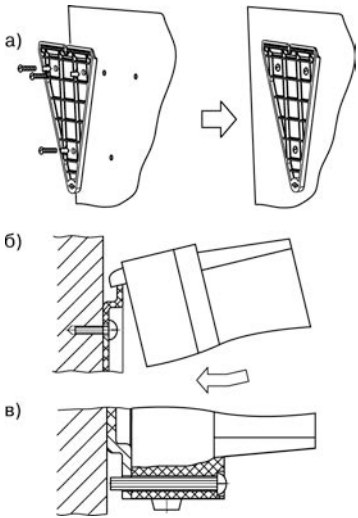

Рисунок 5.1 – Монтаж прибора настенного исполнения
– закрепить кронштейн тремя винтами М4×20 на поверхности, предназначенной для установки прибора (см. Приложение А и рисунок 5.1, а);
– зацепить крепежный уголок на задней стенке прибора за верхнюю кромку кронштейна (рисунок 5.1, б);
– прикрепить прибор к кронштейну винтом М4×35 из комплекта поставки (рисунок 5.1, в).